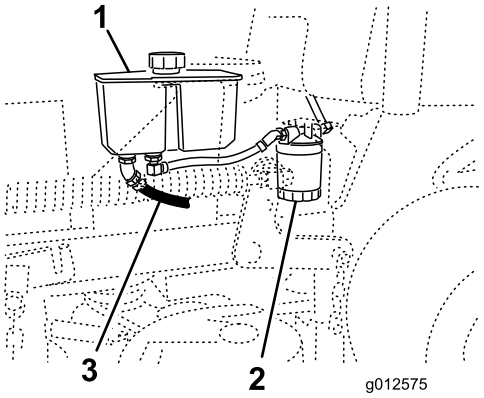

**Figuur 75**
4. De voorste hydraulische slang bevindt zich onder de hydraulische tank. Plaats een opvangbak onder de tank (Figuur 75).